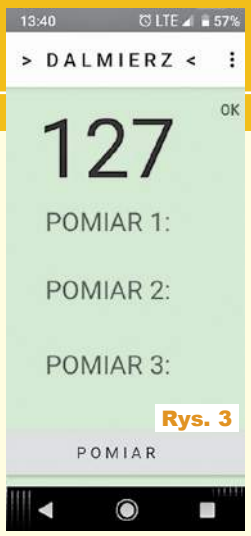

Rys. 3
*Dostępności wielu narzędzi programistycznych na rynku wymaga znajomości różnych środowisk i języków programowania. Pakiet B4X IDE (ang. Integrated Development Environment) to nic innego jak zintegrowane środowisko programistyczne, obsługuje kilka platform w jednym miejscu. Umożliwia zaprogramowanie Arduino B4R, jak również pozwala na stworzenie własnych projektów na system Androida B4A, który zadomowił się na stałe w sprzęcie RTV i AGD. Wykorzystując „klocki" w postaci płytki bazowej Arduino, ultradźwiękowego czujnika odległości typu HC oraz modułu Bluetooth HC, zbudowałem układ wykonawczy do pomiaru odległości. (...) stworzyłem prosty GUI na smartfona [**rysunek 3**]. Oprogramowanie powstało z wykorzystaniem B4A. W prawym górnym rogu mamy widoczny napis OK, który informuje o pozytywnym nawiązaniu połączenia między urządzeniem a naszym panelem. W głównym ekranie widzimy aktualny wynik pomiaru. Po wciśnięciu przycisku pomiar pozwala na zapisanie na panelu wyniku w polu pomiar.*